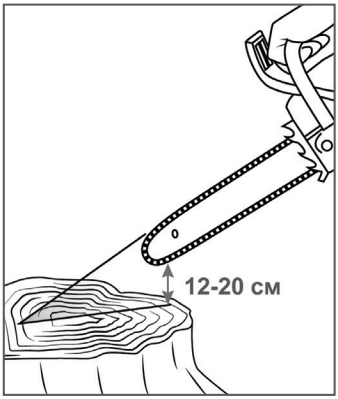

Рис. 15. Проверка подачи масла
2. Нажмите на рычаг газа и дайте двигателю поработать примерно 10-15 секунд на средних оборотах. Под шиной должен остаться четкий след от масла (Рис. 15).